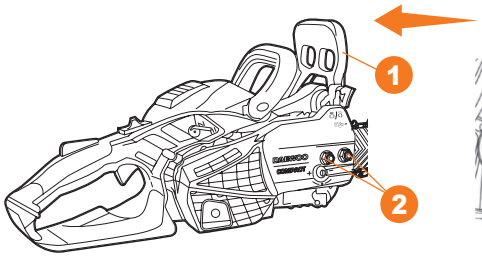

Рис. 2
- Установите тормоз цепи ❶ в нерабочее положение, для этого потяните его на себя в направлении к передней рукоятке. Открутите гайки фиксации боковой крышки ❷ против часовой стрелки и снимите боковую крышку (Рис. 2).